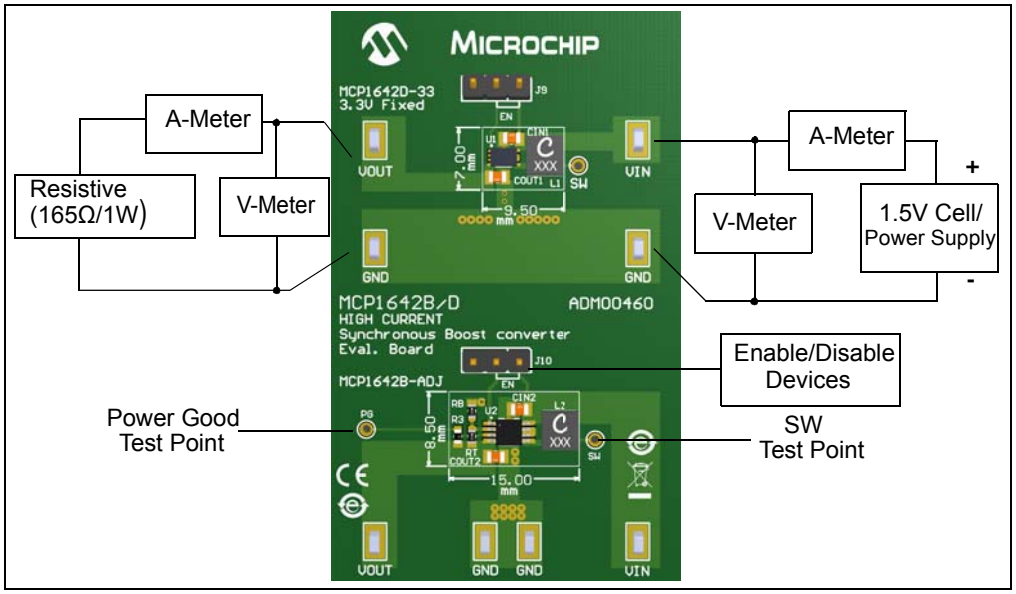

FIGURE 2-3: *MCP1642 Evaluation Board Setup.*
1. Connect the power supply/battery as shown in Figure 2-3. The positive terminal must be connected to V_{IN} and the negative terminal to GND.
2. The enable pin (EN) is by default connected to V_{IN} and, in this situation the converter is enabled and the output voltage can be measured on the V_{OUT} and GND terminals. To put the device in Shutdown mode, connect the EN pin to GND, by putting the jumper on the first two pins of J9 and J10, respectively.